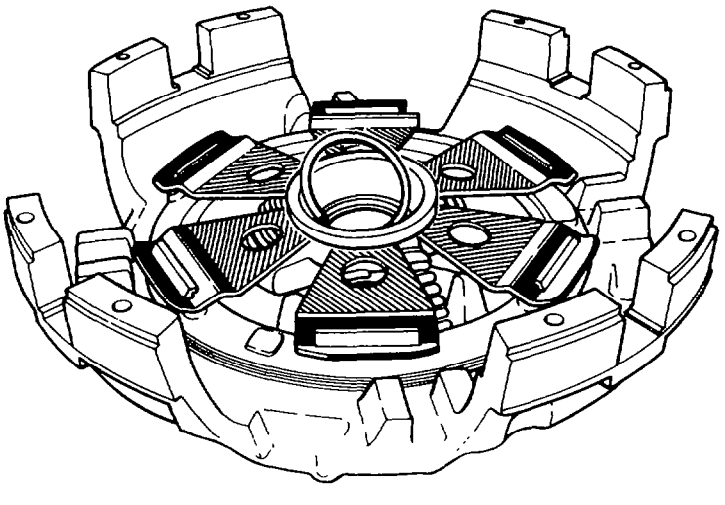
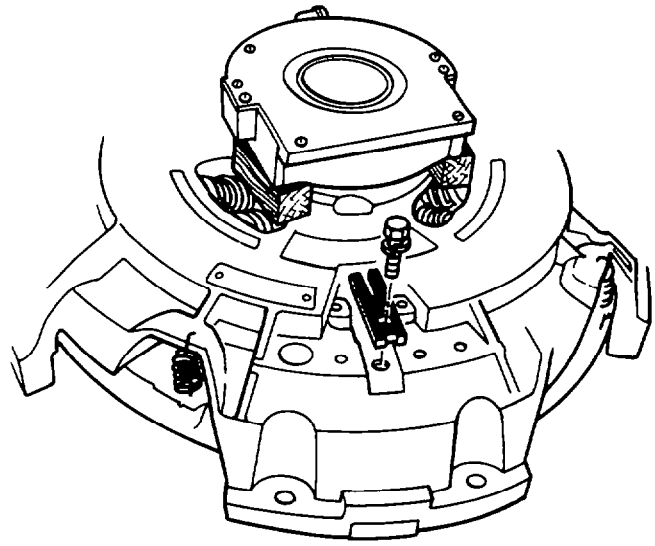

Fig. 167 — Snap-ring Installation
Fig. 168 — Lock Tab Installation
h. Install the snap-ring (see fig. 167) and locking mechanism for the adjusting ring; install and tighten the securing bolt (see fig. 168).